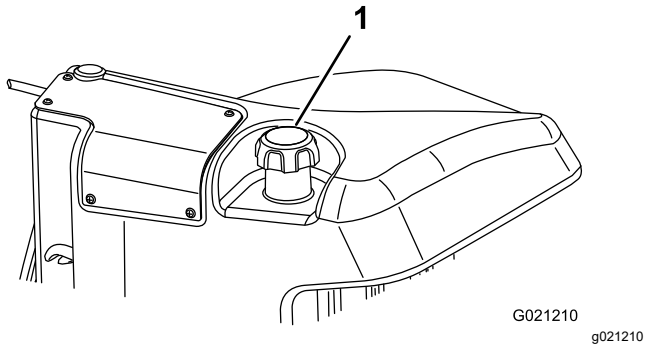

Figuur 47
3. Verwijder de dop van de brandstoftank (Figuur 47).